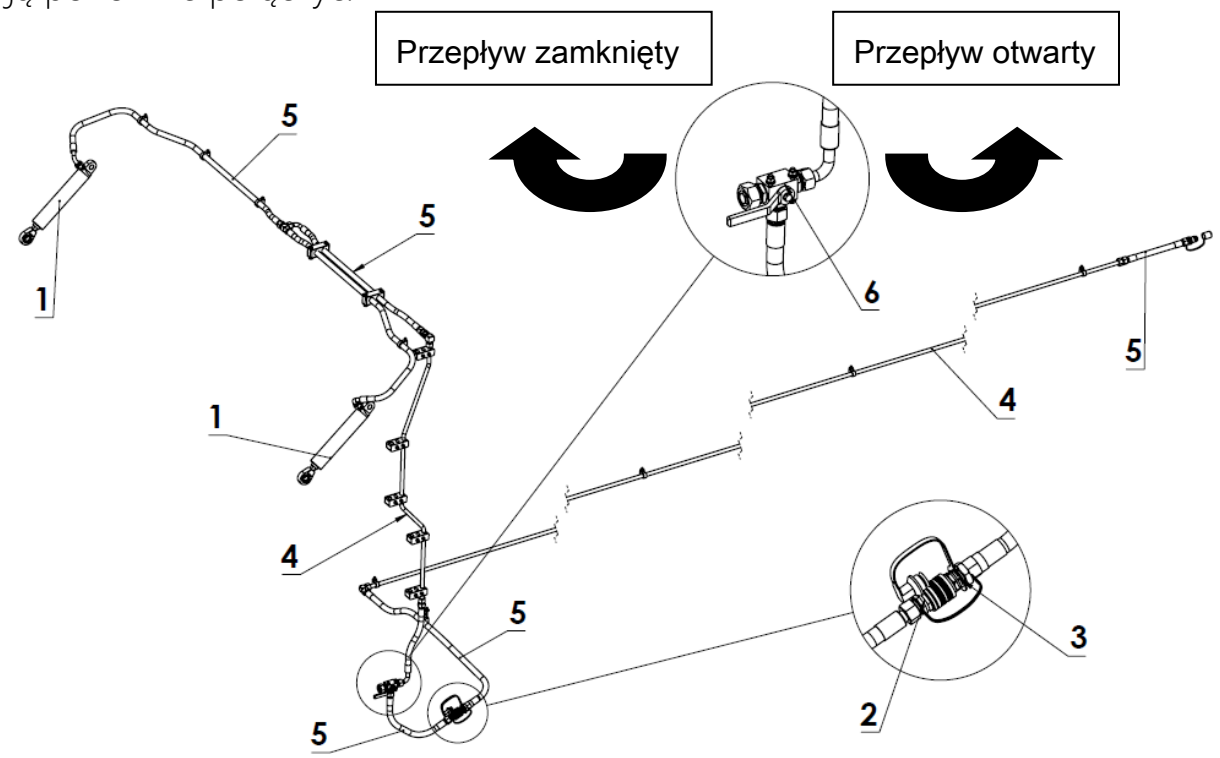

Rysunek 4.10. Budowa instalacji osłony adaptera
Instalacja (rys. 4.10) umożliwia uniesienie oraz opuszczenie osłony serwisowej za pomocą dwóch siłowników (1) jednostronnego działania (instrukcje odnośnie podnoszenia osłony przy czynnościach obsługowych zawarto w rozdziale 6). Ruch podnoszenia realizowany jest poprzez zasilanie instalacji z ciągnika, opuszczanie następuje samoistnie po spuszczeniu oleju. W skład instalacji wchodzi zawór trójdrożny (6), który poprzez zmianę położenia dźwigni może realizować następujące funkcje: